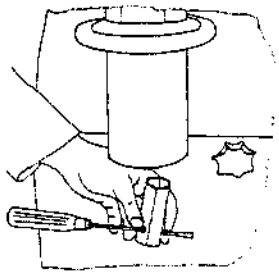
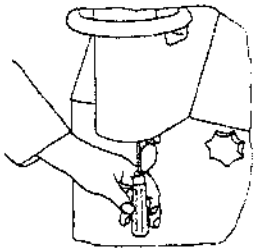

Fig. 24
Fig. 25
b.) Clinchers do not get their, clumination, although clinchers' box clean: Set the adjusting screw in the bearing case of the table spindle. It is locked by a safety nut M 16 x 1,5 mm, loosen it by the six-edged box spanner SW 24 mm (Fig. 24). Turn slotted screw slightly clockwise (Fig. 25). Tighten the nut again.